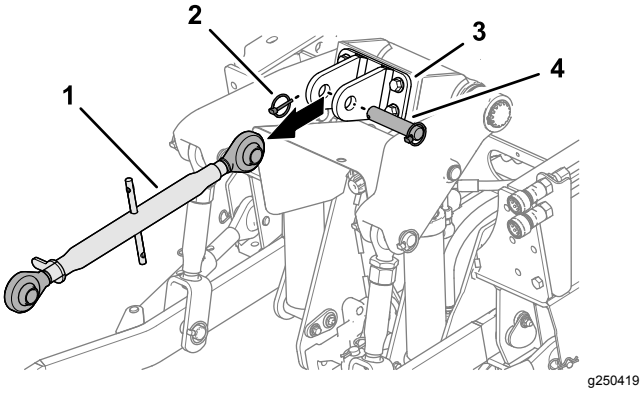

Rysunek 10
3. Wyciągnij zawleczkę, sworzeń z łbem płaskim i otworem na zawleczkę oraz górny łącznik 3-punktowy z wspornika górnego łącznika, jeżeli są zamontowane (Rysunek 10).